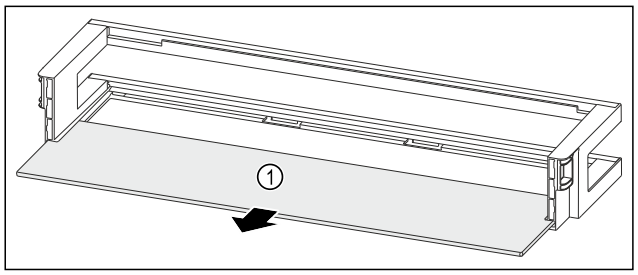

Fig. 173 Balconnet de contre-porte avec tablette de rangement
▶ Retirer la tablette de rangement *Fig. 173 (1)*.